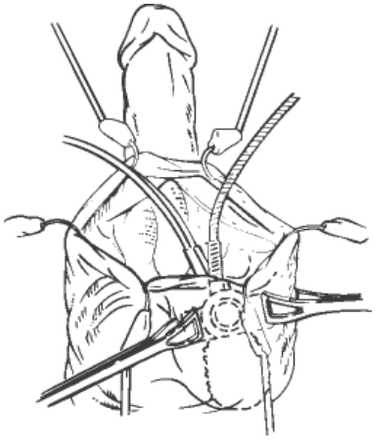

Figure 4-17. Insert Pump (Penoscrotal shown here)
3. Apply Allis or Babcock clamps to pump tubing through scrotal skin to hold pump in place **(Figure 4-17)** during remainder of procedure.